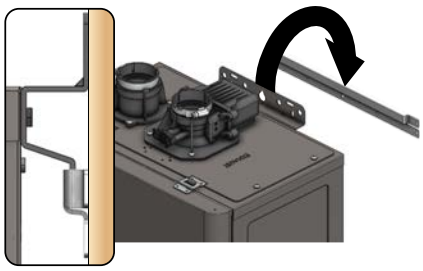

Figure 6 - Use Mounting Screws to Secure Water Heater to Bracket
2. Hang the heater on the mounting bracket (Figure 6).